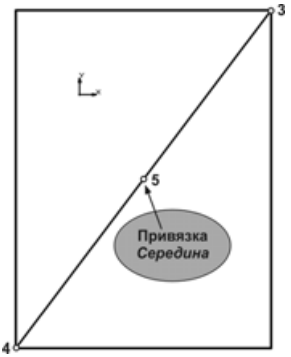

Рис. 5.9
- С помощью команды **Отрезок** постройте стилем линии **Тонкая** диагональ прямоугольника, проходящую через его вершины 3 и 4 (рис. 5.9).